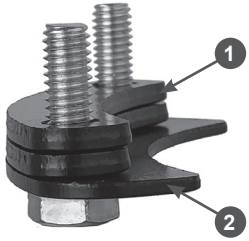

**Рис. 19 Правильное положение пластин крепления жёлоба**
*При креплении жёлоба пластины нужно устанавливать так, чтобы широкая пластина 2 была снизу (Рис. 19).*